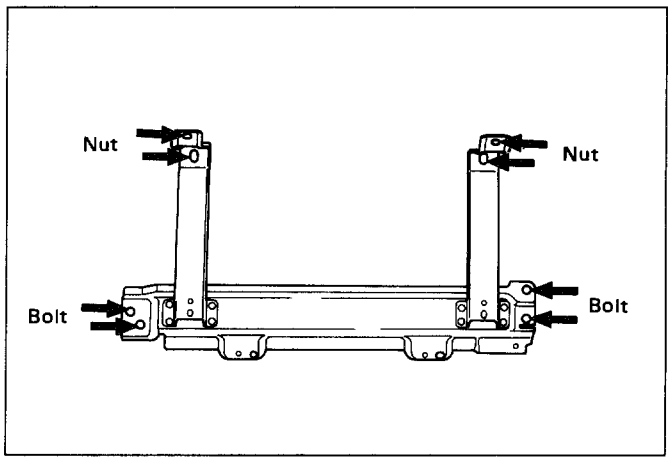

Fig. 10-10
5. **Passenger knee bolster reinforcement assembly (Fig.10-10)**